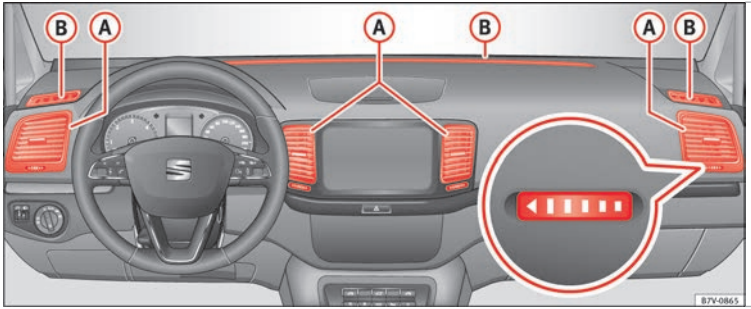

Afb. 196 Luchtroosters in het dashboard.
Om de verwarming, afkoeling en ventilatie in het interieur te garanderen, mogen de luchtroosters ››› afb. 196 (A) nooit volledig gesloten worden.